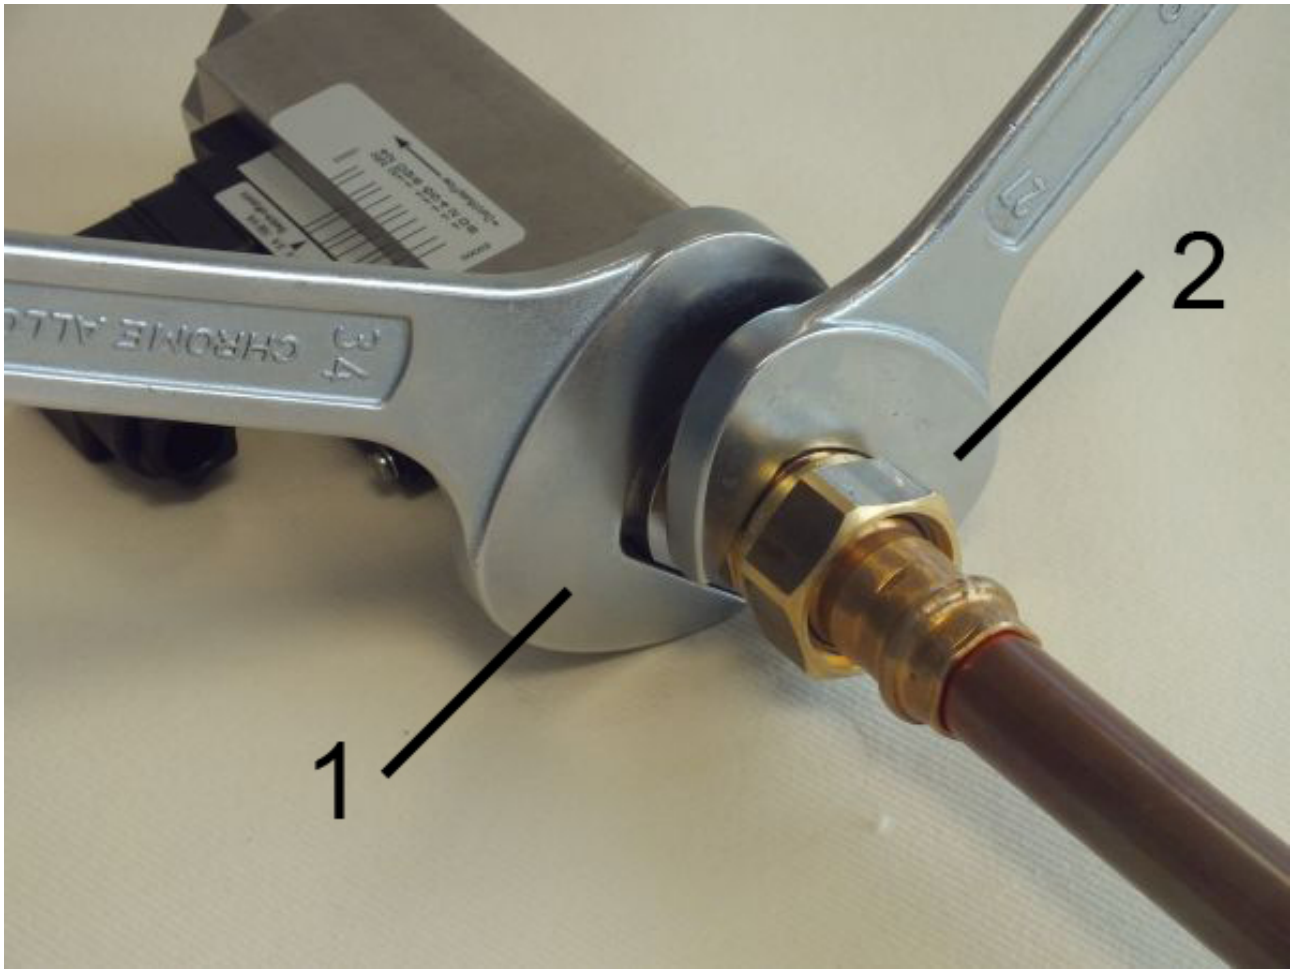

Fig. 10: Screw in the device
2. Fasten the adapter union of the pipeline with an appropriate spanner (*Fig. 10*/2). When doing so, lock the process connector in place to prevent slip, using a suitable spanner (*Fig. 10*/1).